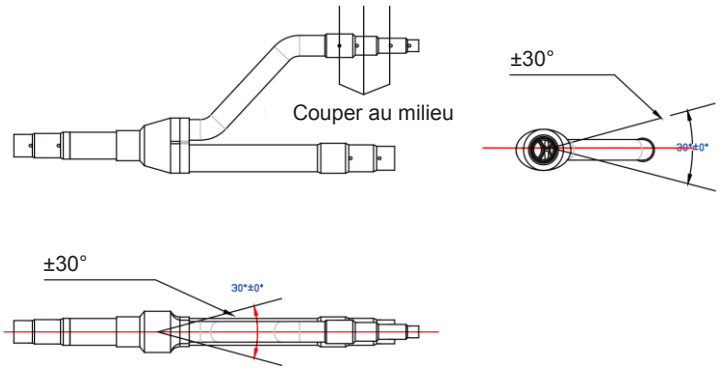

Fig. 20
(2) Le tuyau de branchement en Y possède plusieurs sections de tuyau de différentes tailles afin de faciliter la connexion avec de nombreux tuyaux en cuivre. Utilisez un coupe-tuyau pour couper la section de tuyau aux dimensions adéquates, puis retirez les bavures. Voir Fig.20.
(3) Le tuyau de branchement en Y doit être posé verticalement ou horizontalement.